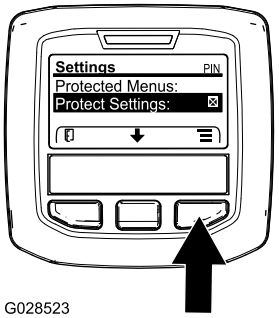

Figuur 28
1. Scroll in het HOOFDMENU met de middelste knop naar beneden tot het INSTELLINGENMENU en druk op de rechterknop (Figuur 28).